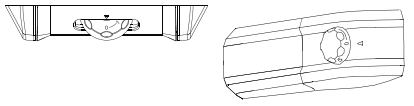

Fig.13
**1)** Ruotare la manopola sulla posizione "**0**". (fig.13)